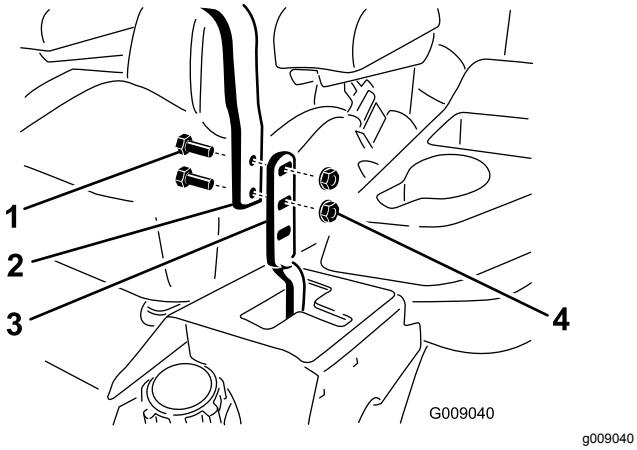

図 65
3. レバーに取り付けられているボルトとフランジナットをゆるめる図 65。